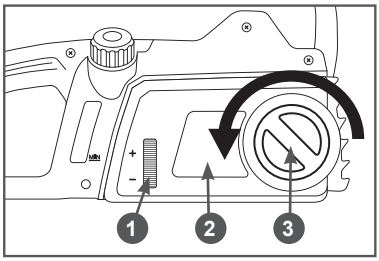

Рис. 3 Снятие крышки шины
3. Открутите гайку 3 крепления крышки 2 шины (Рис. 3) против часовой стрелки и снимите крышку шины с корпуса электропилы.